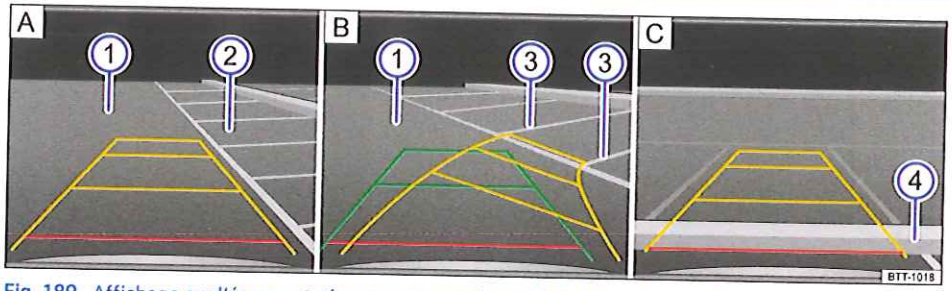

Fig. 189 Affichage sur l'écran : stationnement avec la caméra de recul, mode 1
Légende concernant le schéma de principe fig. 189 :
2.	Positionnez le véhicule devant la place de stationnement ② → fig. 189 A.